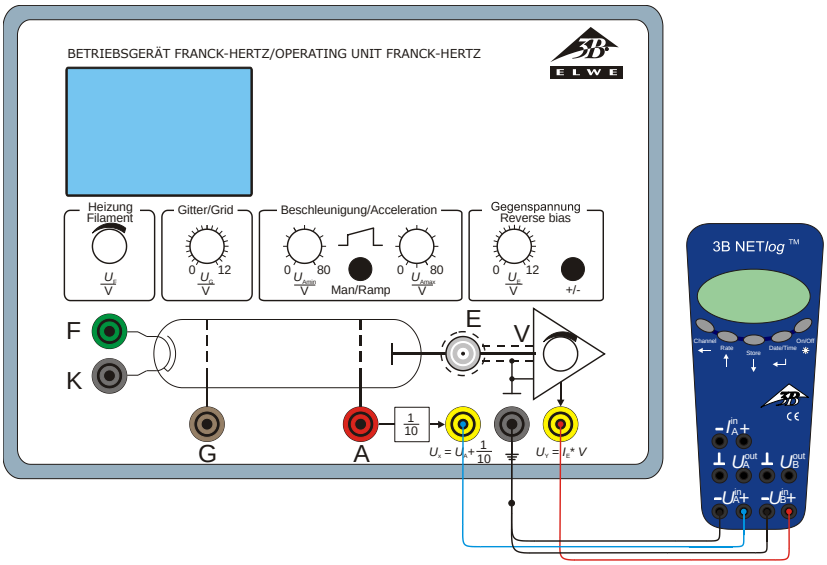

Fig. 6 Anschluss des 3B NET*log*™ an das Betriebsgerät für Franck-Hertz-Experiment
- 3B NET*log*™ ans Betriebsgerät für Franck-Hertz-Experiment anschließen. (siehe Fig. 6) Dazu Ausgang Ux des Betriebsgeräts für Franck-Hertz-Experiment an Eingang A und Ausgang Uy an Eingang B des 3B NET*log*™ anschließen.